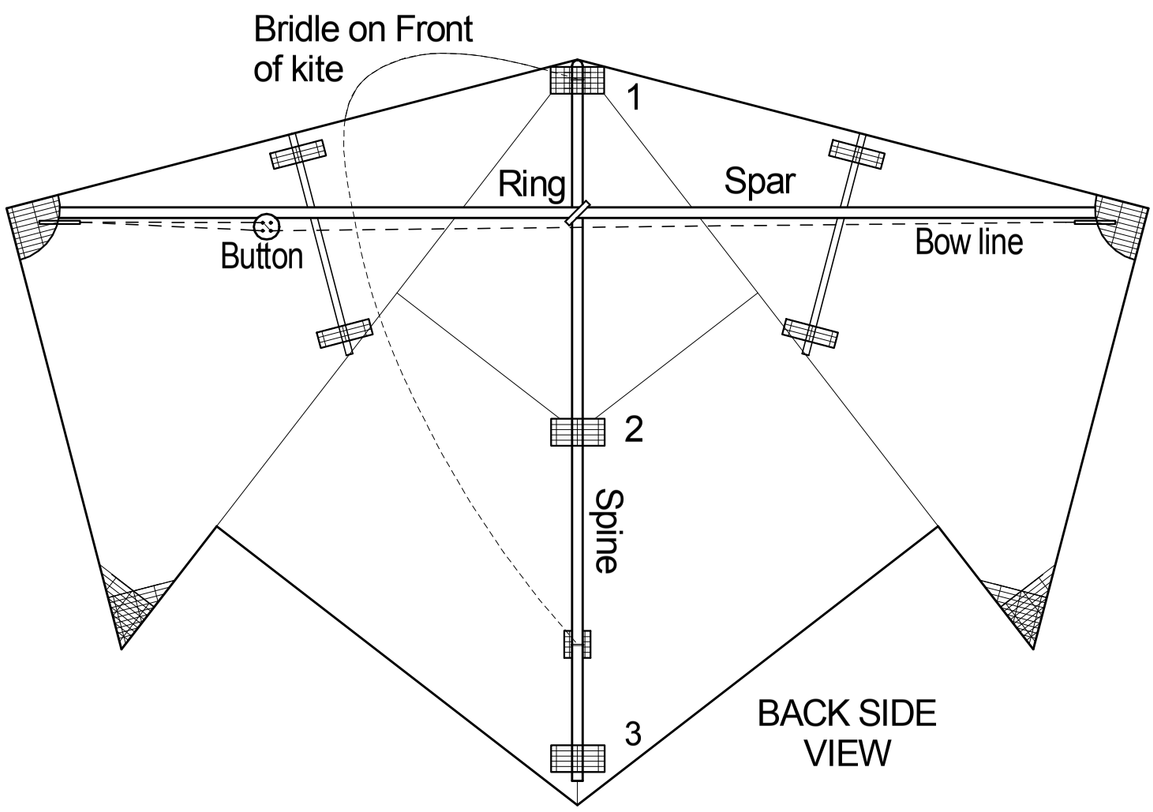

Figure 6
To complete the sail, attach the metal ring with two ¼” x 1½” strips of RS tape in an X configuration 5½” down from the nose at a 45° angle to the lines of the spine and spar (Photo 9). This is so the spine and spar can pass through the ring easily (Figure 6). Cover this tape with two additional RS strips ¾” x 2” (Photo 9).
To attach the spine to the sail, begin by placing the 27⅜” spine through the metal ring and align one end with the nose of the sail and attach it in three places using 1”x 2” RS tape. The first attachment point (1) is centered over the bridle point at the nose of the kite, second (2) is where the sail color changes along the spine, and third (3) is ¼” above the end of the spine (Figure 6). (Note: The spine will not extend to the bottom of the sail to leave some room to attach another snap swivel for a possible third tail.)
Finally, punch holes on each side of the spine through the 1” square crisscrossed RS tape placed at the two bridle points. From the front side (non-taped side) of the kite tie each end of a 72” length of 30# kite line onto the spine through these holes (Figure 6). An adjustable tow point can be made from a 6” loop of line and a Prussik knot.